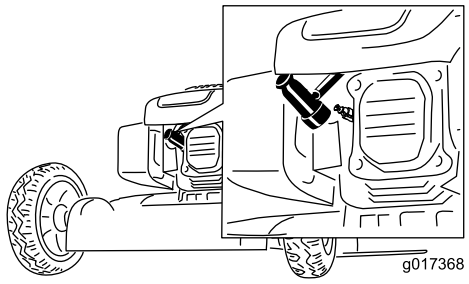

Figure 14
2. Débranchez la bougie (Figure 14) avant de procéder à un quelconque entretien.